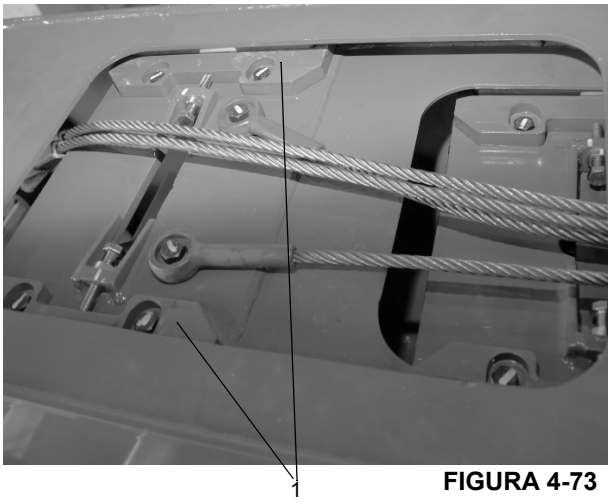

FIGURA 4-73
22. Instale las almohadillas de desgaste ajustables (Figura 4-73, 1) en la parte superior del extremo de la base de sección central interior.